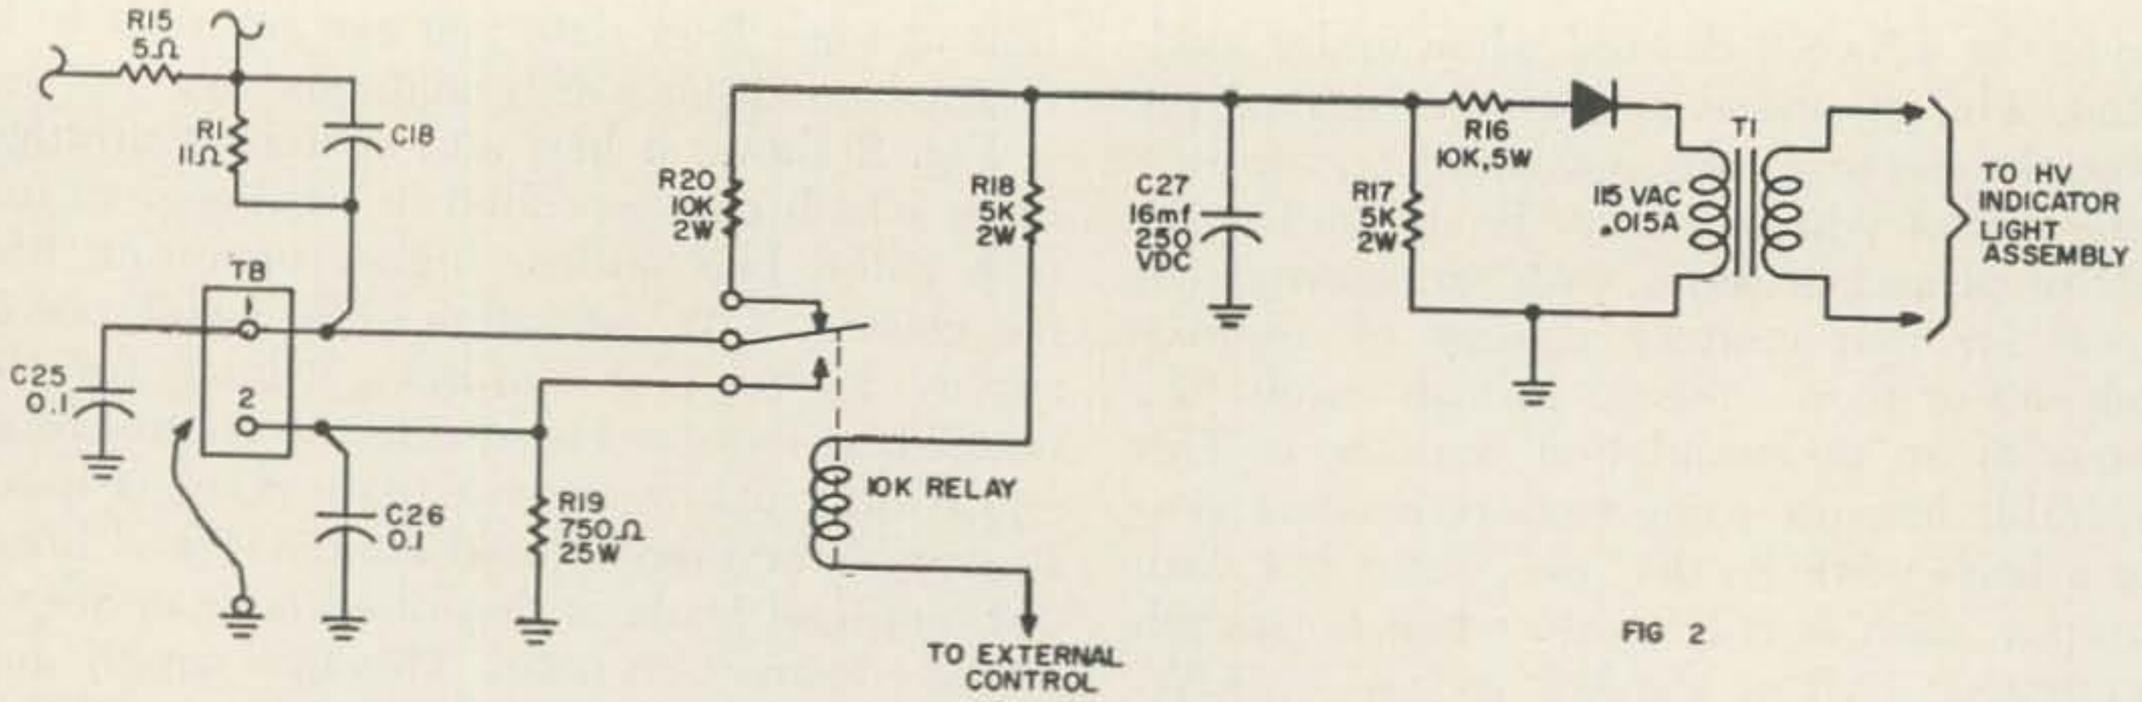

FIG 2
Fig. 2 shows a bias and switching arrangement which can be added to the linear to furnish cutoff bias and/or higher operating bias for class C CW operation. The small power supply in the unit furnishes voltage for the cutoff bias and for energizing the control relay —providing a low current plate relay is used. In case an ac relay is used omit R18 and bring out both coil leads as described later in Step 8 of the construction notes. This bias supply and relay will allow several transmitter conditions to exist i.e. 1) by connecting a jumper on the outside of the chassis from terminal 1 of T to the ground terminal on the chassis, normal operation of the amplifier will result regardless of the condition (open or closed) of relay Ry 1, 2) by grounding terminal 2 of T and actuating the relay for transmit, cutoff bias is applied for standby and the normal voltage of 4.5 volts is applied for transmit, 3) by removing jumper from T and actuating relay on transmit a cutoff bias is established for standby and a high operating bias is established for class C CW service, 4) by shorting terminal 1 and 2 of T and not actuating the relay a condition of no cutoff standby bias is established and a high operating bias for class C CW is established. These
Step 2 Build circuit shown in Fig. 2. Suggest using printed circuit board or a piece of bakelite. Mount on bracket of Step 1.